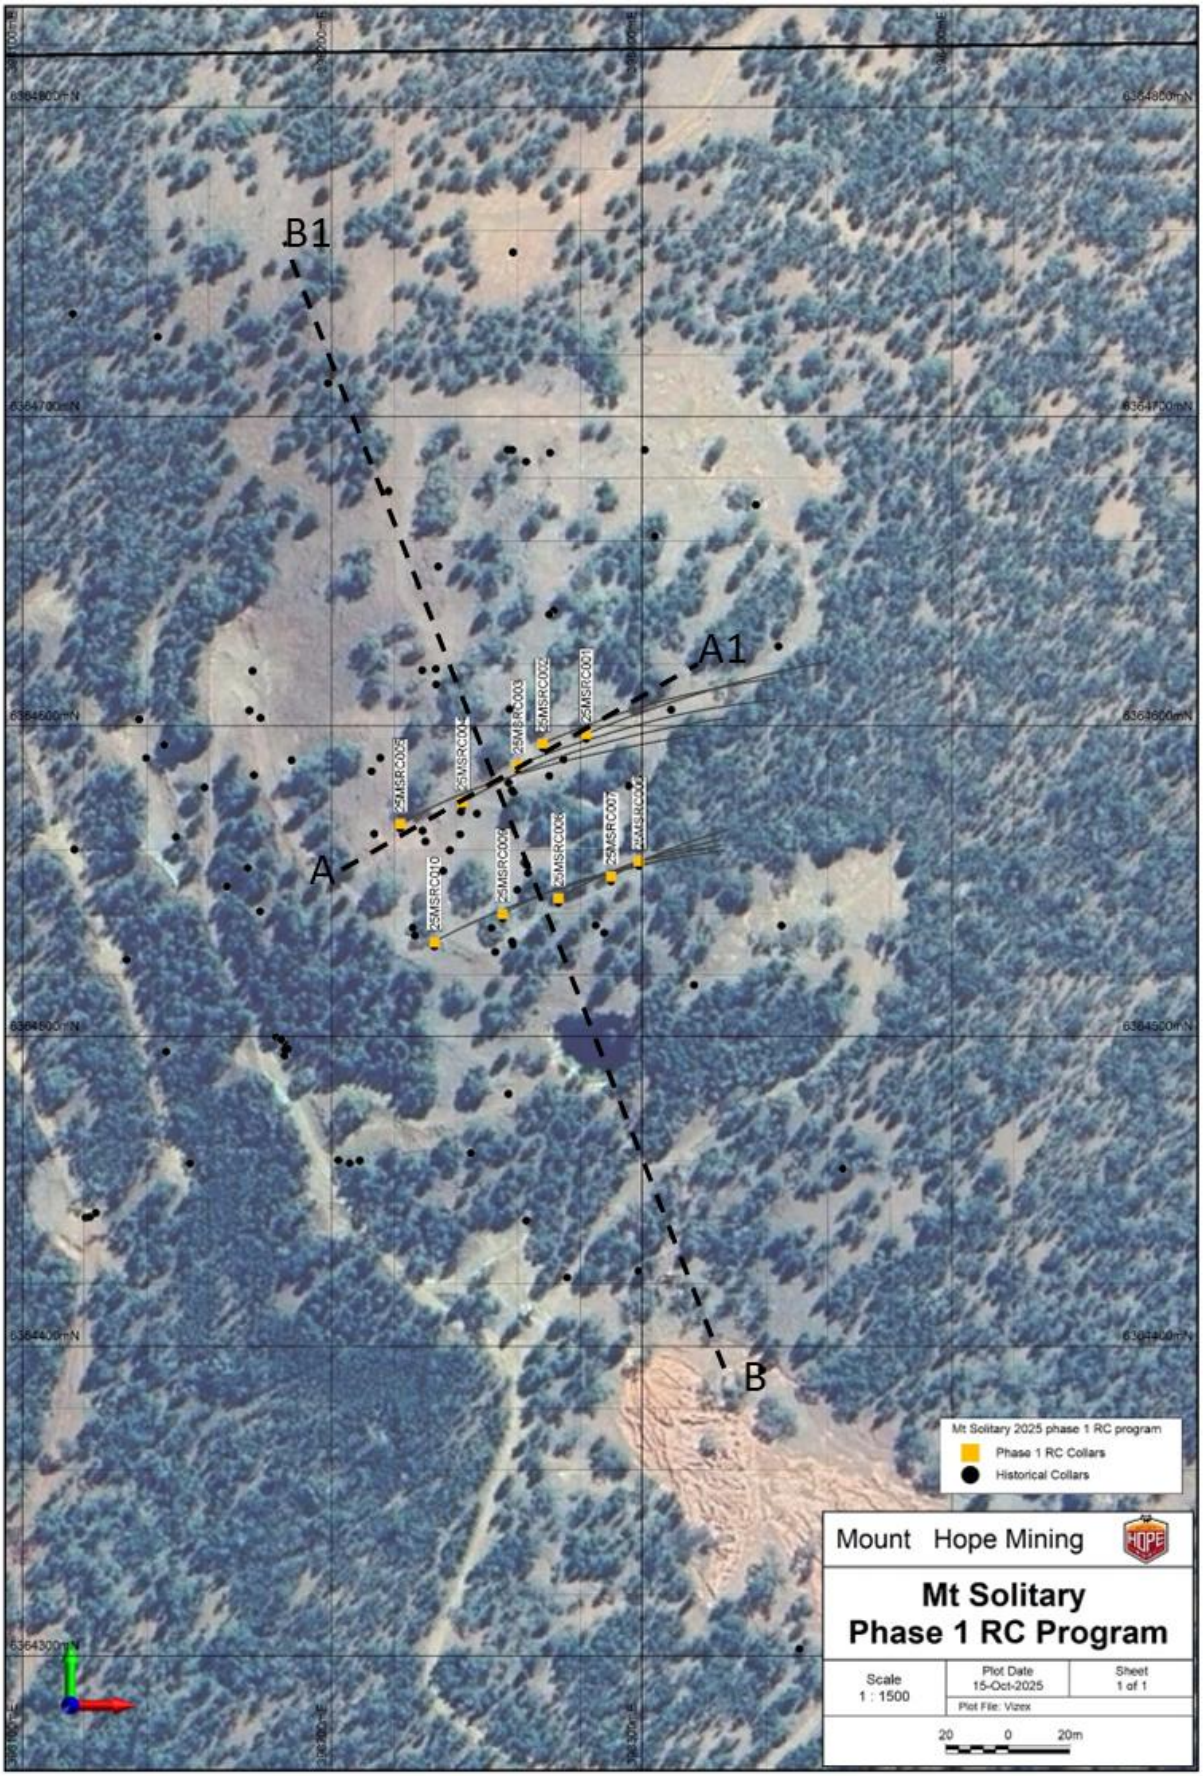

Figure 1: Mt Solitary 2025 phase 1 RC program
MHM reports assay results from the recently completed **Reverse Circulation** (RC) drill program completed at the **Mt Solitary** prospect (Figure 1), located 3km east of the historical Mt Hope copper mine in the prolific Cobar Basin in New South Wales.